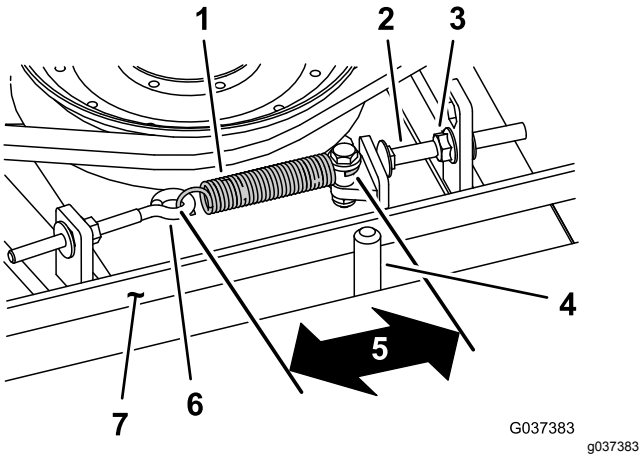

Figur 77
Ved korrekt tilspænding skal det indvendige mål på forlængerfjederen (krog til krog) være ca. 8,3 cm til 9,5 cm. Når der er opnået korrekt fjedertilspænding, skal stopbolten (bræddebolten) justeres, indtil der er ca. 2 til 5 mm mellemrum mellem boltens hoved og styrearmen (Figur 77).
Bemærk: Sørg for, at remmen er placeret på fjedersiden af remstyret (Figur 77).
2. Løsn øjebolten, så forlængerfjederen kan fjernes (Figur 77).
3. Løsn den flangemøtrik, som fastholder stopbolten på monteringstappen, og flyt styreremskiven væk fra remmen for at løsne remspændingen (Figur 77).
9. Sæt forlængerfjederen (Figur 77) på øjebolten, og spænd remmen som følger: